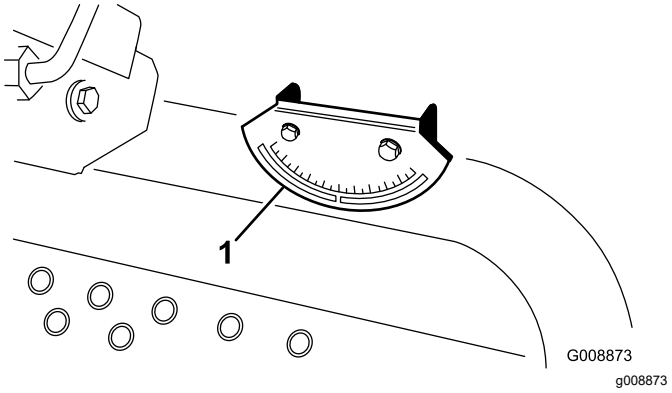

**Figur 7**
4. Kontrollera lutningsindikatorn som är monterad på maskinens styrrör (Figur 7).